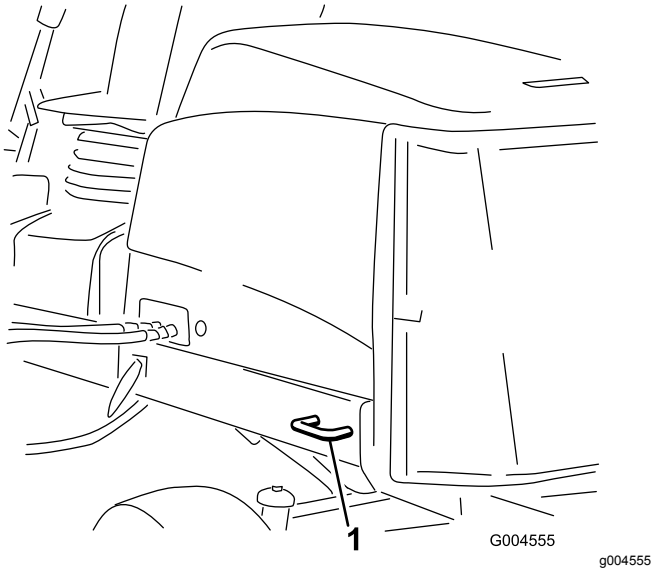

Figuur 59
- Achter – Beide zijden van het achterframe van de machine (Figuur 59).